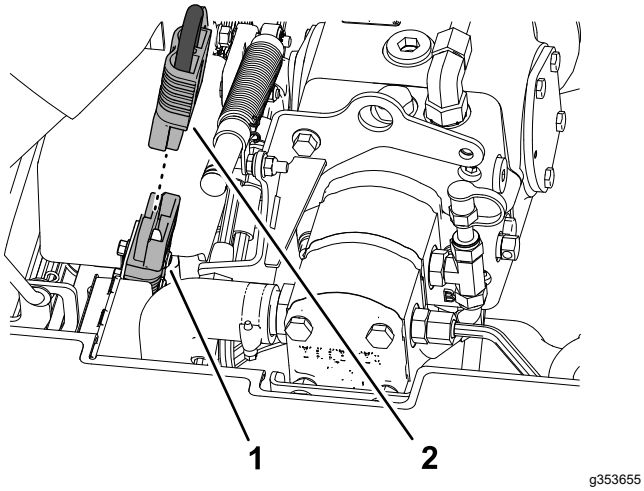

**Figuur 33**
1. Breng diëlektrisch smeervet aan op de raakvlakken van de onderbrekingskabel van de accu (Figuur 33).